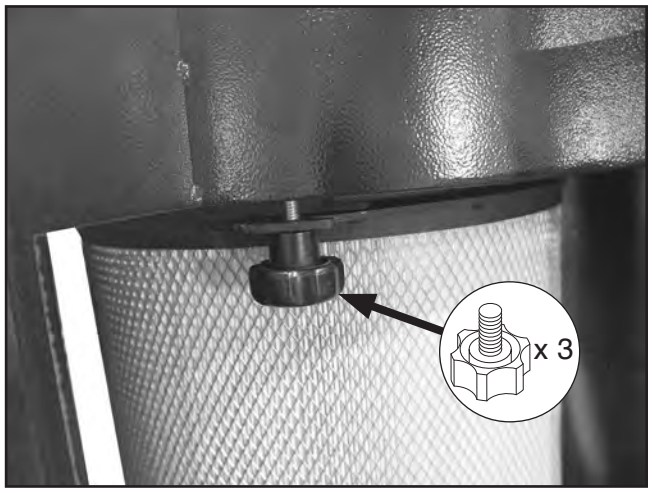

Figure 79. Location of canister filter knob bolts.
7. Loosen (3) ⅜"-16 x 2" knob bolts that secure canister filter assembly to machine body, as shown in **Figure 79**.